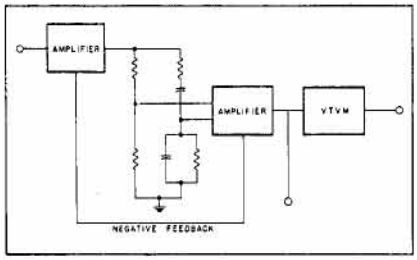

Figure 1
-hp- 330 series Distortion Analyzers are basically selective amplifiers whose frequency of rejection is tunable. *(See Figure 1.)* They are designed for measuring distortion by the "total" method between 20 and 20,000 cps. These instruments are extremely simple to use, and are particularly useful in measuring total audio distortion or hum and noise level in audio amplifiers. They are also convenient for measuring voltage levels, power output, amplifier gain; and may be used as high-gain, wide-band stabilized amplifiers. The 330D includes a linear rf detector for determining distortion in modulated AM and FM broadcast carriers.